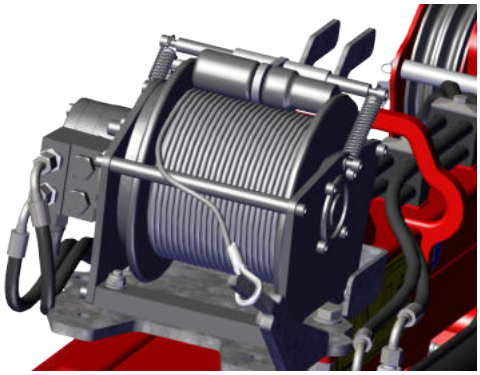

Figur 4.8 Kontroller wiren
2. Kontroller, at wiren er viklet pænt og stramt på tromlen; hvis ikke, skal du rulle wiren ud og vikle den stramt op (se *Figur 4.8*).
6. Når wiren ikke er i brug, skal løkken på wiren fastgøres til den dertil beregnede krog på spillet (se *Figur 4.8*).
1. Når du har brugt spillet, skal du rulle wiren op, indtil enden er ca. en meter foran kranen, føre den gennem styreskiverne og derefter trække wiren stram og rulle den op (se *Figur 4.8*).